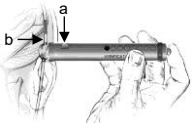

図 7
(4) アジャストメントツールをバルブの中央部に位置するようセットする。このときアジャストメントツールの設定圧表示部（図 7 a）は脳室カテーテル側になるようにセットする（図 7b）。